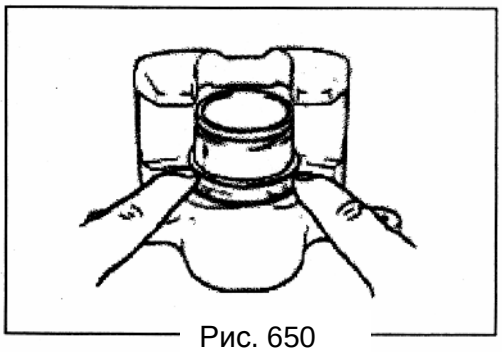

Рис. 650
2) Вставьте край пыльника в паз на цилиндре при помощи пальцев как показано на рисунке (Рис. 650).